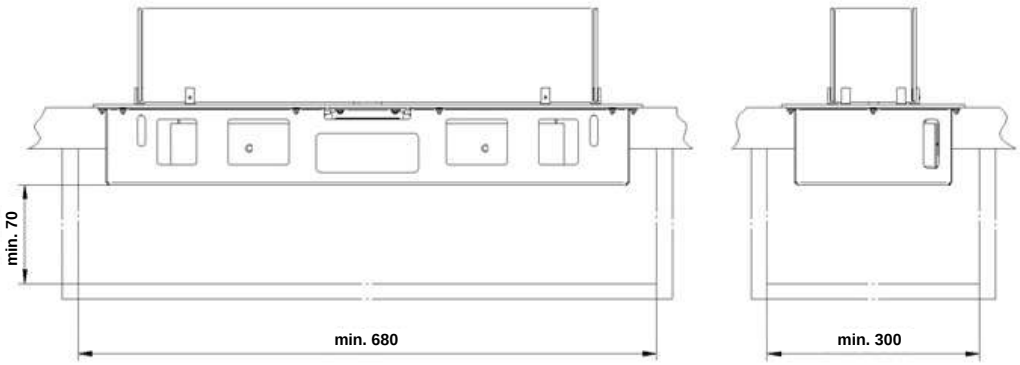

Rys. 5 Wymiary minimalne komory obudowy
- Minimalny odstęp między obudową a dnem komory obudowy (rys. 5) wynosi **70 mm**.